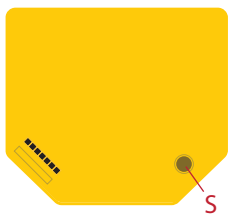

Fig.3/ Abb.3/ Imagen 3/ Image 3
- **S**: S button (Fig. 3)
- **S**: Die S-Taste (Abb. 3)
- **S**: Pulsante S (Fig. 3)